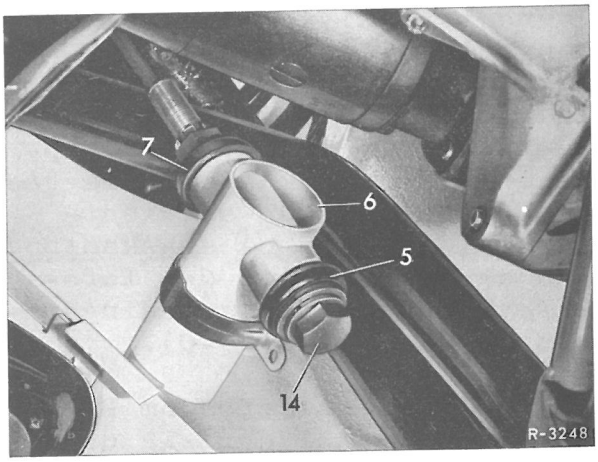

Fig. 46-5/7
8 Nyt gumme-glideleje (5) og (7) indgnides udvendig med hvidolie og presses ind i taplejet ved hjælp af specialværktøj (14) (fig. 46-5/7).